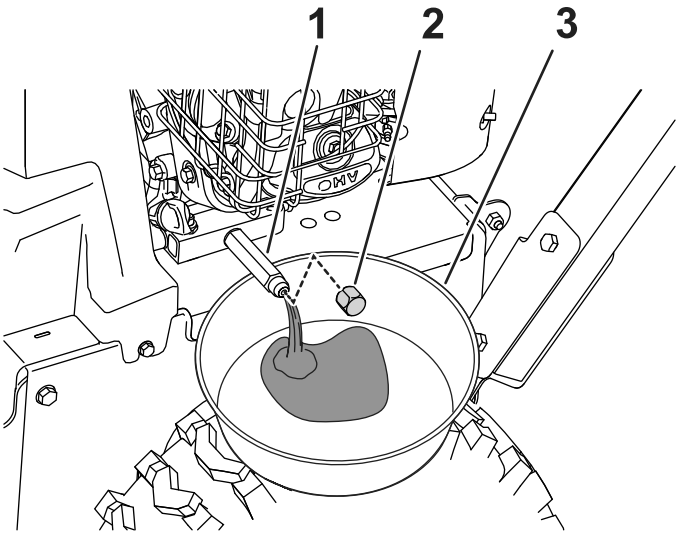

Figure 29
1. Placez un bac de vidange sous le raccord de vidange et enlevez le bouchon de vidange d'huile (Figure 29).